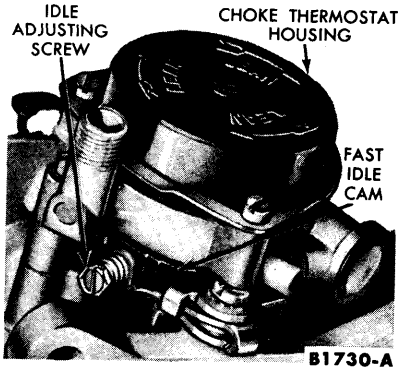

FIG. 7—Fast Idle Speed Adjustment
3. Set the fast idle speed (cold) with the engine at normal operating temperature. Align the high step on the fast idle cam with the adjusting screw (Fig. 7). Turn the screw inward to increase or outward to decrease the idle speed to obtain the specified rpm.
Automatic Choke Adjustment. The automatic choke has an adjustment to control its reaction to engine temperature. By loosening the three screws that retain the choke thermostat housing (Fig.7), it can be turned to alter the thermostatic spring adjustment. Turning the housing in a counterclockwise direction provides a richer mixture, and conversely a leaner mixture is obtained by turning the housing in a clockwise direction as indicated by the arrows on the housing. Refer to the specifications for the proper setting.